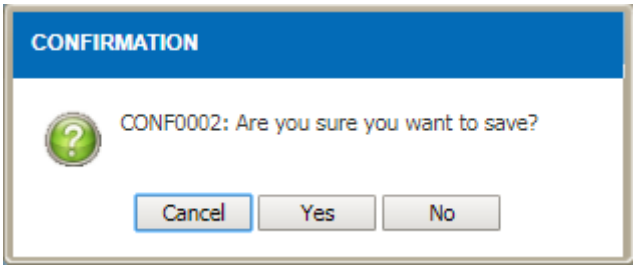

Figure 4.7-3 Confirmation Alert Message
- *Click on the button to save record and alert message will be appeared as per Figure 4.7-3.*